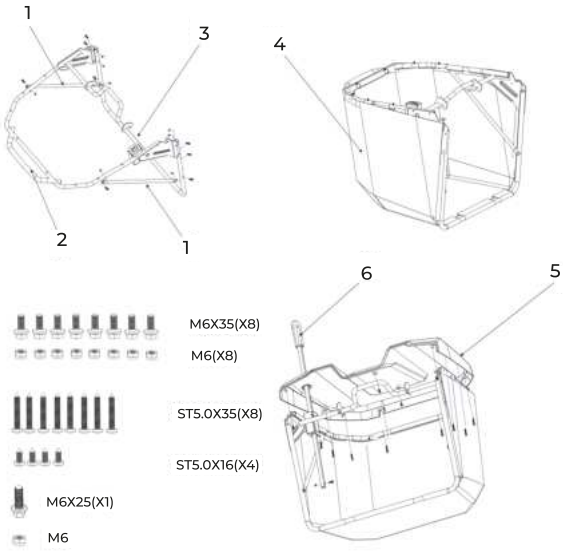

Рис. 5
6.4. Сборка травосборника (рис. 5)
• Установите передний кронштейн (рис. 5, поз 3) на верхнюю раму (рис. 5, поз 2), используя 4 болта (M6x35) и 4 гайки (M6).
• Установите 2 боковые стойки (рис. 5, поз 1) на верхнюю раму (рис. 5, поз 2) и передний кронштейн (3), используя 4 болта (M6x35) и гайку (M6).
• Установите мешок для травы (рис. 5, поз 4) на компонент рамы.
• Установите крышку травосборника (рис. 5, поз 5) на компонент рамы, используя 8 винтов (ST5.0X35) и 4 винта (ST5.0X16).
• Вставьте переворачивающий рычаг (рис. 5, поз 6) в крышку травосборника и установите гайку (M6) и болт (M6x25).